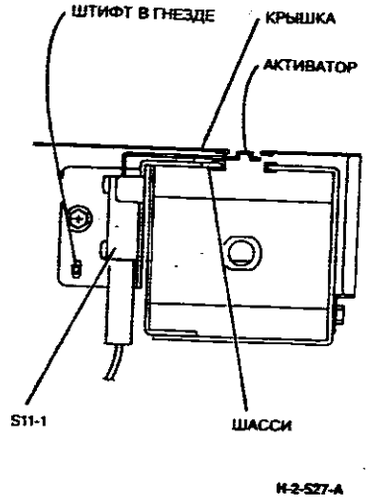

**Рисунок 2. Установка датчика верхнего предела (S11-1)**
2. (Рисунок 2) Убедитесь, что установочный штифт попадает в отверстие в монтажной панели датчика.
3. (Рисунок 2) Проверьте правильность положения рычажка активатора датчика.